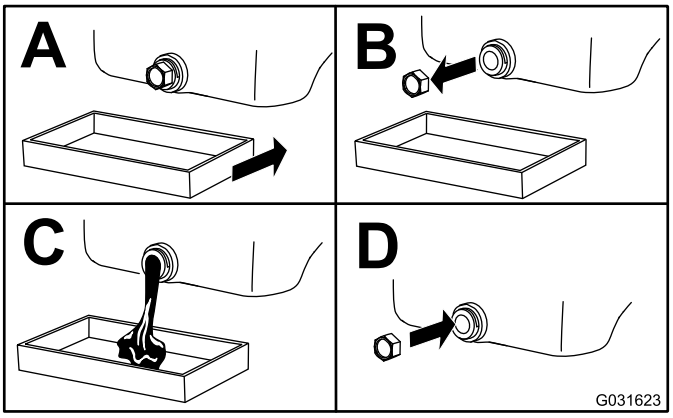

Figura 37
3. Cambie el aceite (Figura 37).